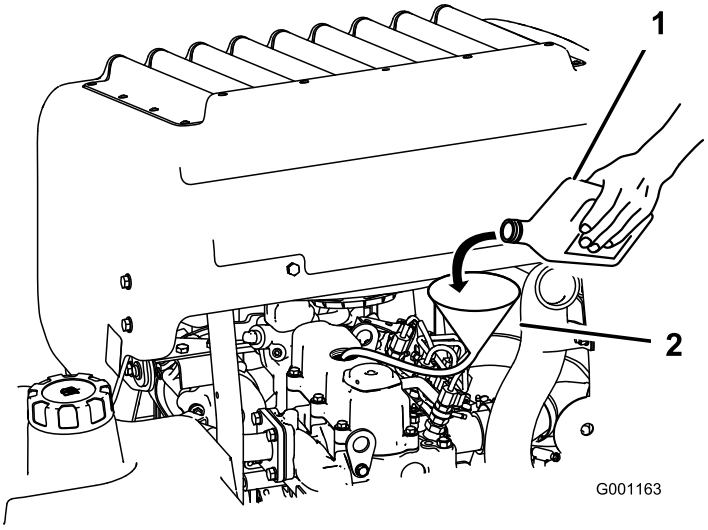

**Figuur 47**
3. Gebruik een slang en een trechter om motorolie bij te vullen (Figuur 47).